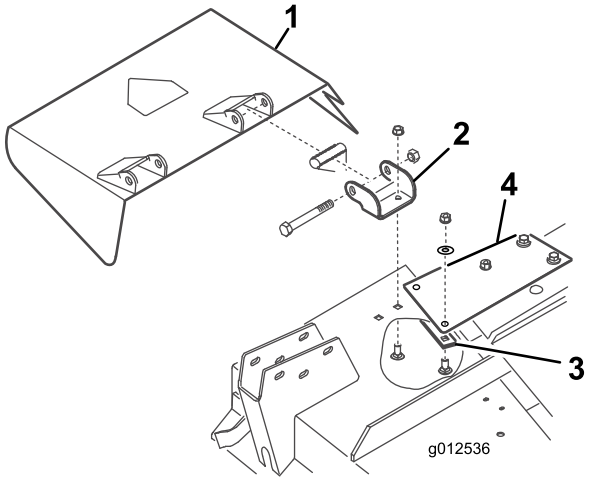

Figura 7
1. Retire os parafusos, porcas de bloqueio e molas que fixam o defletor aos apoios de articulação (Figura 7). Retire o defletor.
2. Retire os parafusos de carroçaria e porcas flangeadas que prendem os apoios de articulação à caixa (Figura 7). Retire os suportes de articulação. Guarde todos os dispositivos de fixação para utilizar futuramente.
3. Retire os 2 parafusos de carroçaria, anilhas planas e porcas de bloqueio que fixam a placa de reforço ao lado inferior da caixa e a placa de reforço à parte superior da caixa (Figura 7).